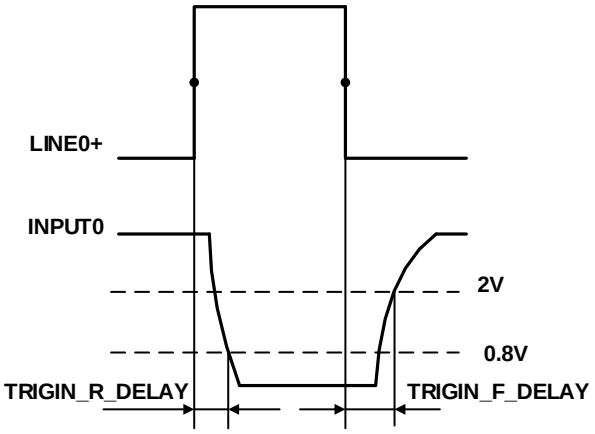

图 7-4 光耦隔离输入电路参数
- 上升沿延时时间：< 50μs（0℃ ~ 45℃），参数说明见图 7-4
- 下降沿延时时间：< 50μs（0℃ ~ 45℃），参数说明见图 7-4
- 输入上升沿延时：< 2μs（0℃ ~ 45℃），参数说明见图 7-4
- 输入下降沿延时：< 2μs（0℃ ~ 45℃），参数说明见图 7-4